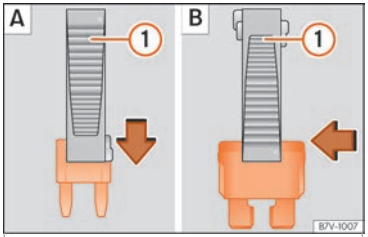

Fig. 64 Removing or fitting a fuse
- *Small fuses*: lock the pincer in from above ››› Fig. 64 **A**.
- *Large fuses*: move the pincer sideways over the fuse ››› Fig. 64 **B**.